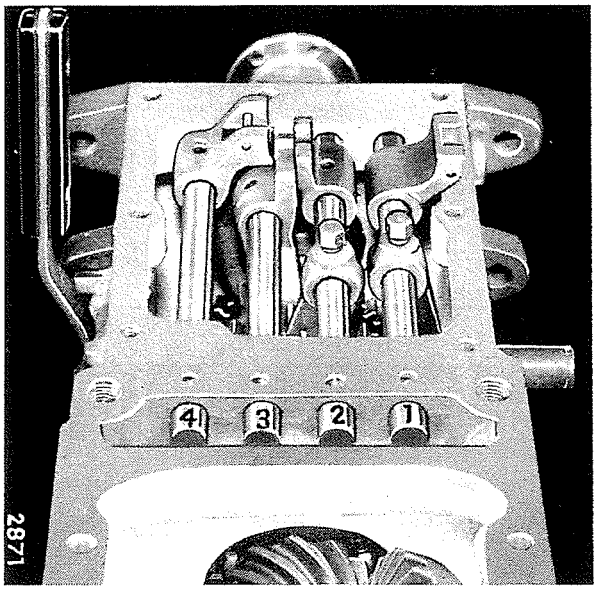

Bild 298
Wurden die Kugeln der Querverriegelung ausgebaut, so ist es erforderlich, zuerst die linke Schaltstange (4), Bild 298, einzubauen, und, nachdem jedesmal 2 Sperrkugeln eingefügt wurden, der Reihe nach die übrigen Schaltstangen montieren.